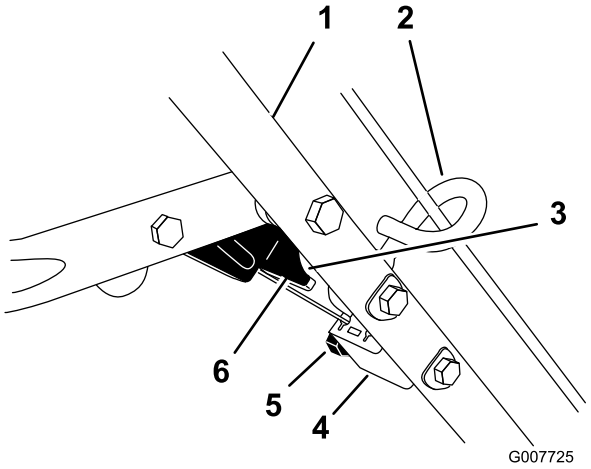

Figuur 29
4. Draai de moer op de kabelbeugel los (Figuur 29).